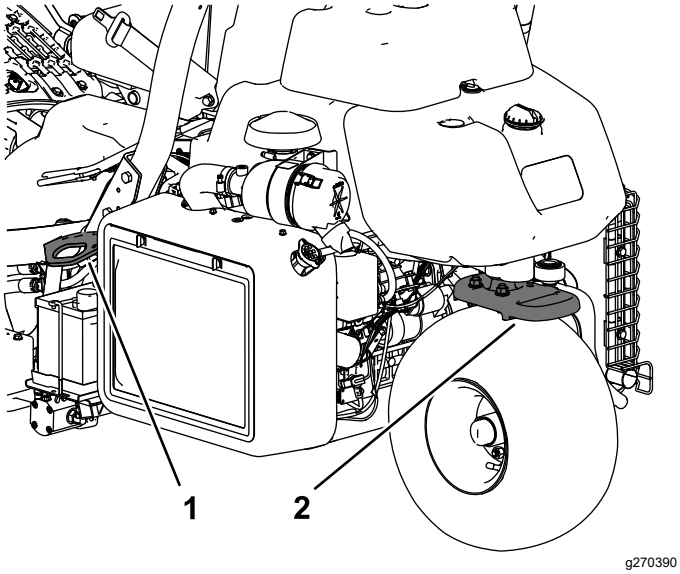

Figur 26
- Fest maskinen godt med stropper, kjetting, kabel eller tau. Både den fremre og den bakre stroppen må ledes nedover og utover fra maskinen (Figur 26).